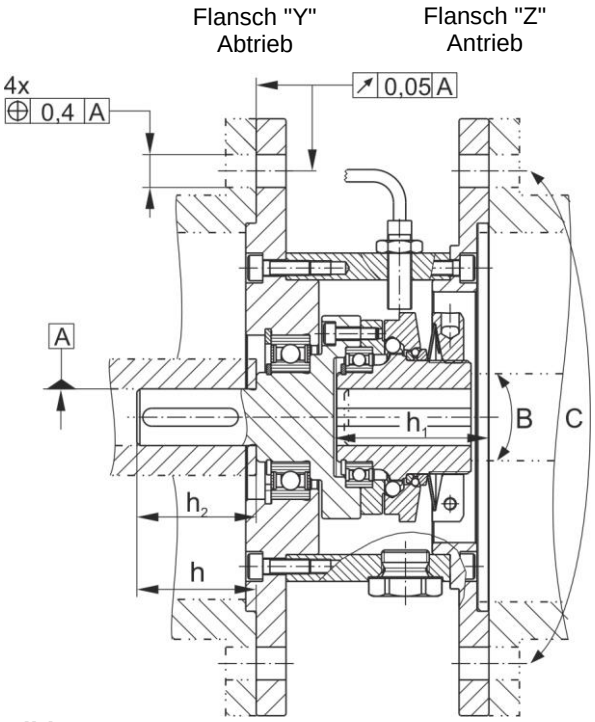

Bild 3
- ❑ Form– und Lagetoleranzen (Flanschgeometrie):. Gefertigt zum Kupplungsübertragungsteil nach Bild 3.
> Maß h und h_2 (siehe Tabelle 4 und Bild 3) der Kupplung beachten.